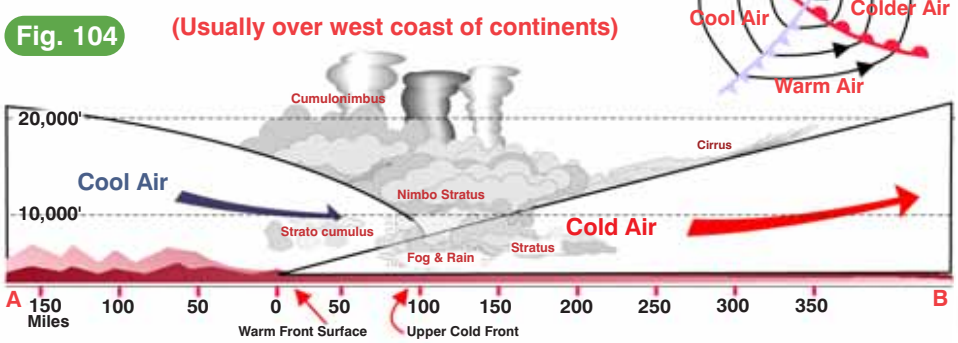

Fig. 104
Warm-type occluded fronts (or *warm occlusions*) are usually found in the northwestern United States. They begin with cold air masses from the Pacific overtaking a retreating colder air mass from the Arctic. Warmer air is caught between these moving air masses. This process is shown in Figure 104.
The retreating Arctic air mass is colder than the approaching Pacific air mass. The Pacific cold front pushes the warmer air up and over the retreating Arctic air mass. The Pacific air mass is cool, but not as cold as the Arctic air mass, and it moves up the same slope as well. At this point the Pacific cold front becomes an upper cold front. Weather in the cross sectional area from (A) to (B), shown in the insert, is shown in Figure 104.
The structure of the warm occlusion (Figure 104) shows an open-type cold front symbol. This indicates that the Pacific front is no longer in contact with the surface. Weather associated with a warm front occlusion has characteristics of both warm and cold fronts. The cloud sequence ahead of the occlusion is similar to that of a warm front, while tropical cold front weather occurs near the upper cold front boundary.